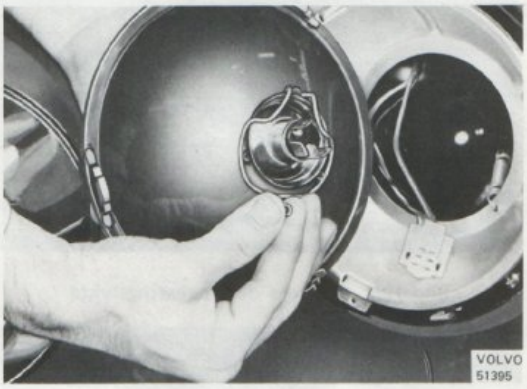

Bild 124. Borttagning av fjäder
2. Lyft bort fjädern som håller glödlampan, ta därefter bort glödlampan från strålkastarinsatsen bild 124.